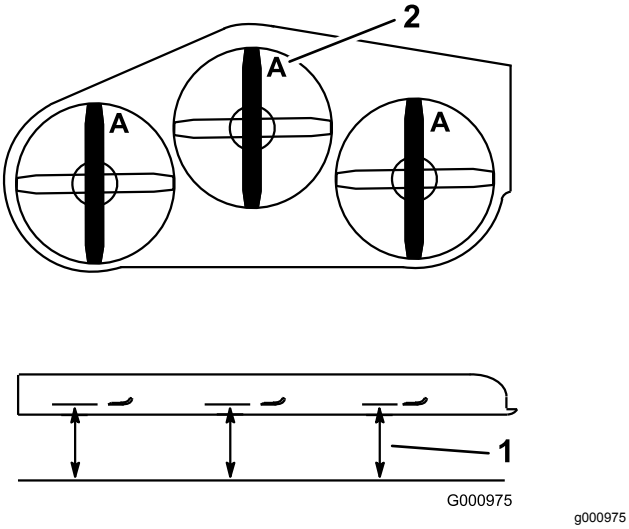

Figur 73
2. Mät från en plan yta till knivens egg vid punkt **A** på knivarna (Figur 73).